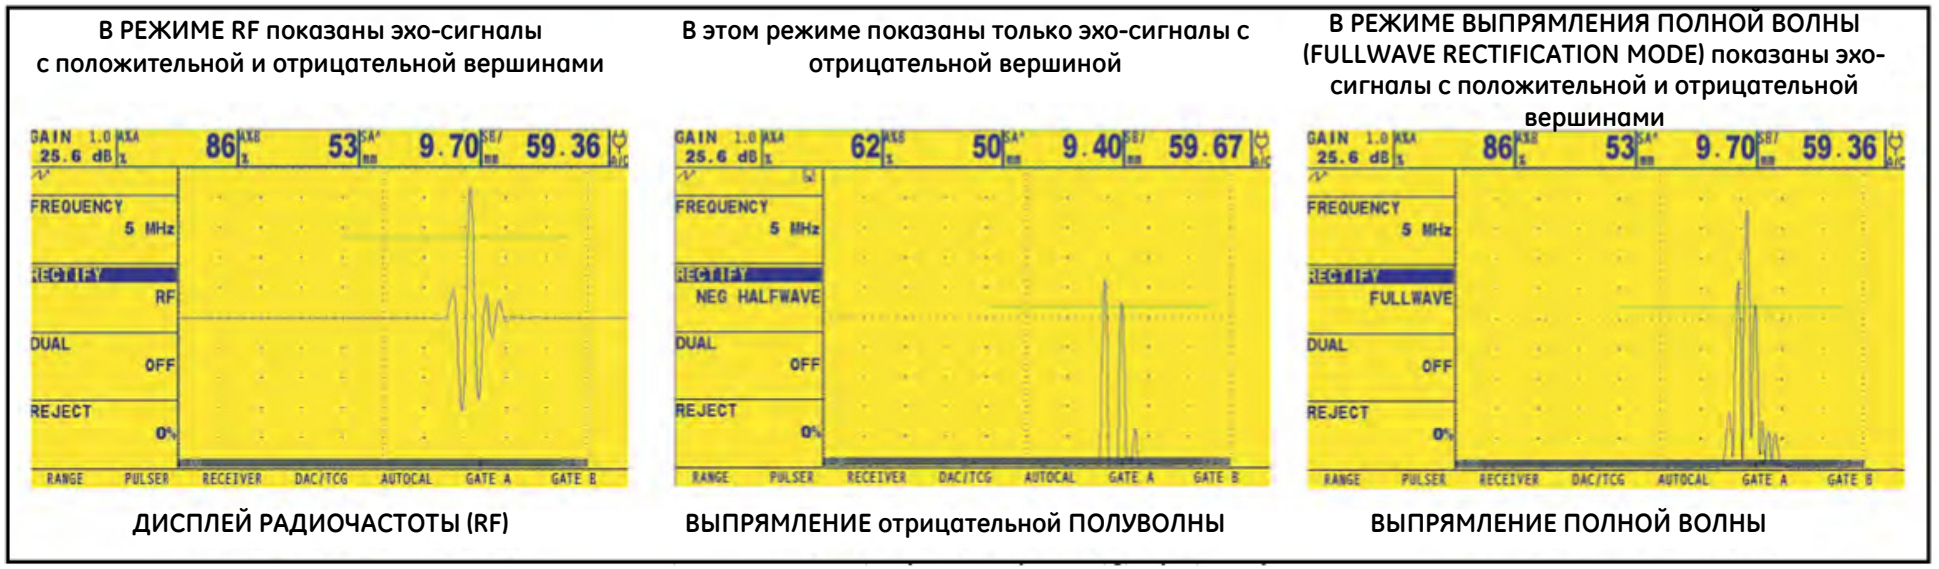

Рисунок 12. Типичный высокочастотный сигнал и выпрямленные сигналы
Выпрямление воздействует на ориентацию изображения A-скана на экране дисплея. A-скан представляет звуковой импульс (т.е. эхо-сигнал), возвращенный в прибор от контролируемого материала. Последовательность эхо-сигналов внешне выглядит как *высокочастотный (RF)* сигнал, показанный на *рис. 12* ниже. Следует обратить внимание на то, что высокочастотный сигнал имеет отрицательную составляющую ниже оси и положительную – выше оси. В режиме RF стробирующих импульсов A и B можно расположить выше или ниже оси, чтобы они запускались эхо-сигналом с положительной вершиной или с отрицательной вершиной.
- *Отрицательное полувыпрямление* означает, что только нижняя (т.е. отрицательная) половина высокочастотного сигнала будет отображена на дисплее (см. рис. 12, стр. 47). Следует отметить, что несмотря на то что отображается только отрицательная половина высокочастотного сигнала, она показывается в той же ориентации, что и положительная составляющая, для удобства просмотра.
- *Выпрямление полной волны* объединяет сигналы с положительной и отрицательной выпрямленными составляющими и показывает оба этих сигнала в положительной ориентации (см. *рис. 12, стр. 47*).